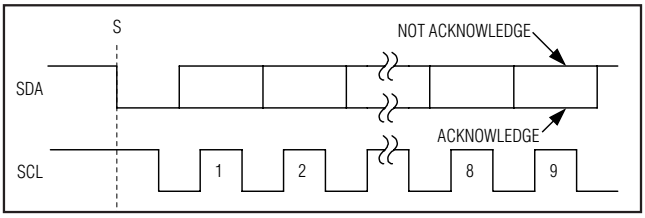

Figure 6. Acknowledge Bits
Data transfers are acknowledged with an acknowledge bit (A) or a not-acknowledge bit ($\overline{A}$). Both the master and the MAX1236–MAX1239 (slave) generate acknowledge bits. To generate an acknowledge, the receiving device must pull SDA low before the rising edge of the acknowledge-related clock pulse (ninth pulse) and keep it low during the high period of the clock pulse (Figure 6). To generate a not-acknowledge, the receiver allows SDA to be pulled high before the rising edge of the acknowledge-related clock pulse and leaves SDA high during the high period of the clock pulse. Monitoring the acknowledge bits allows for detection of unsuccessful data transfers. An unsuccessful data transfer happens if a receiving device is busy or if a system fault has occurred. In the event of an unsuccessful data transfer, the bus master should reattempt communication at a later time.